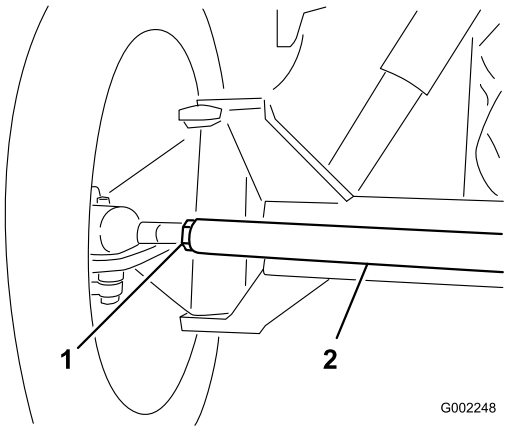

Рисунок 102
3. Если измеренное значение выходит за пределы заданного диапазона, ослабьте контргайки с обоих концов тяг (Рисунок 102).